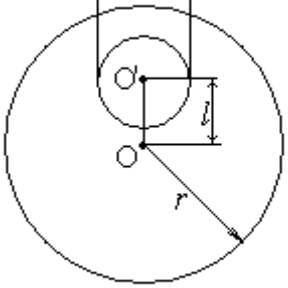

Рис.4
14. В однородном диске массой $m=1кг$ и радиусом $r=30см$ вырезано круглое отверстие диаметром $d=20см$, центр которого находится на расстоянии $l=15см$ от оси диска (рис.4). Найти момент инерции J полученного тела относительно оси, проходящей перпендикулярно плоскости диска через его центр.